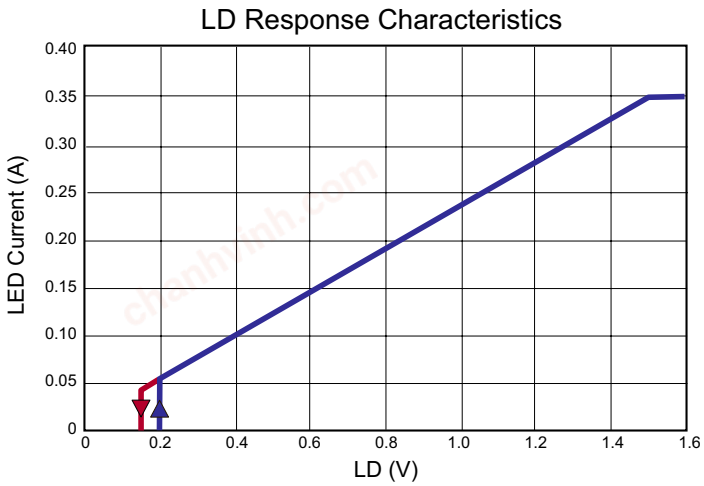

Fig.3. Typical linear dimming response of an HV9861A LED driver
When the voltage at LD falls below 1.5V, the internal 270mV reference to the constant-current feedback becomes overridden by V_{LD} • 0.18. As long as the current in the inductor remains continuous, the LED current is given by the equation (3) above. However, when V_{LD} falls below 150mV, the GATE output becomes disabled. The GATE signal recovers, when V_{LD} exceeds 200mV. This is required in some applications to be able to shut the LED lamp off with the same signal input that controls the brightness. The typical linear dimming response is shown in Fig.3.